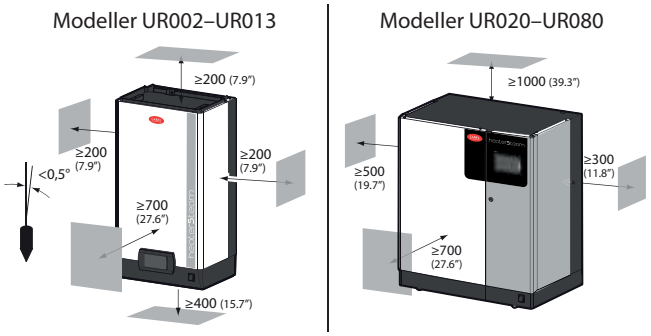

Fig. 1.b
- Placera befuktaren upprätt. Använd ett vattenpass för att säkerställa att den är vinkelrät med basen. Observera min. utrymmena (fig. 1.b) för att kunna utföra nödvändiga underhållsingrepp.